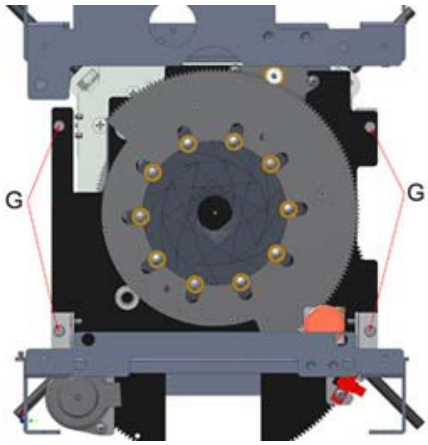

Fig. 4
- Unscrew the 4 screws **G** on the iris support plate, see ***Fig. 4***
- Unscrew the 4 screws **G** on the iris support plate, see ***Fig.4***
- Loosen the 4 screws **G** on the iris support plate, see ***Fig.4***
- The first adjustment focuses the video camera, the second adjustment points it. Once the adjustment is finished tighten the two **B** screws and remount the cover, see ***Fig. 4***.